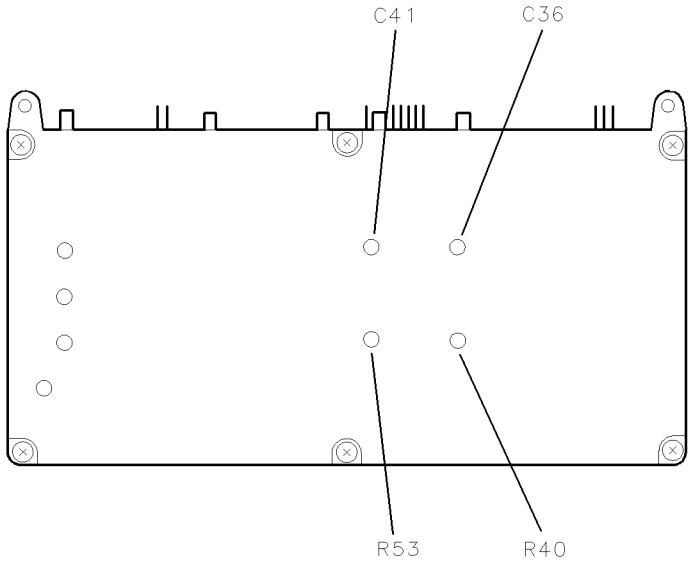

Figure 6-12. Locations for Adjustment 06. 300 MHz Reference Output Amplitude
3. The output circuits are peaked for maximum signal at 300 MHz. A4A1 300 MHz amplifier (C41) tunes the 300 MHz 1 output circuit and A4A1 300 MHz amplifier (C36) tunes the 300 MHz 2 output circuit. Refer to Figure 6-12 for the location of these components.
4. The power out of each rear panel, 300 MHz jack is set to 0 dBm ±0.1 dB. A4A1 300 MHz amplifier (R53) adjusts the power out of the 300 MHz 1 jack. A4A1 300 MHz amplifier (R40) adjusts the power out of the 300 MHz 2 jack. See Figure 6-12 for the location of these components.